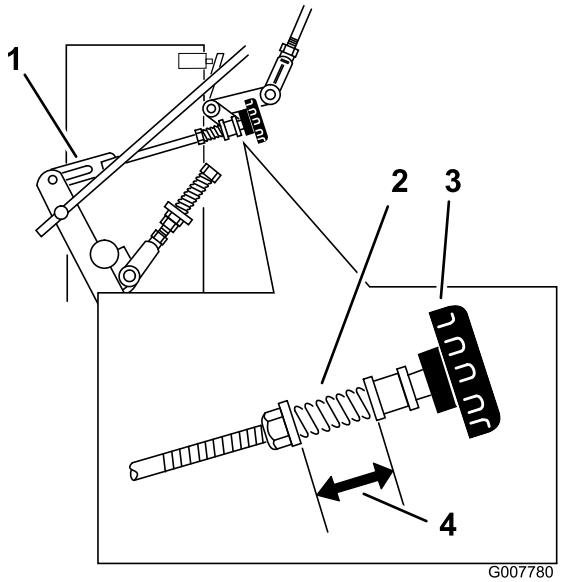

Figur 36
3. Juster den højre ledforbindelse ved at dreje Quick Track-knappen mod uret, indtil hjulet begynder at dreje fremad (Figur 36).
4. Drej knappen med uret 1/4 omgang ad gangen. Flyt så hastighedskontrolhåndtaget fremad og tilbage til den neutrale position. Gentag dette, indtil det højre hjul stopper med at dreje fremad (Figur 36).
6. Fjederen, der påfører knappen spænding, kræver normalt ikke justering. Men hvis der kræves en justering, skal fjederens længde justeres til 26 mm mellem skiverne (Figur 36).
7. Juster fjederens længde ved at dreje møtrikken foran fjederen (Figur 36).